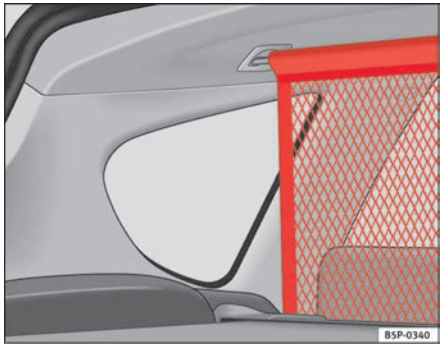

Fig. 126 Divider net
– Pass the retaining net up between the backrest and the roll-up cover, and place it in the ceiling allotments - first into the right one and then into the left one ⇒ fig. 126.